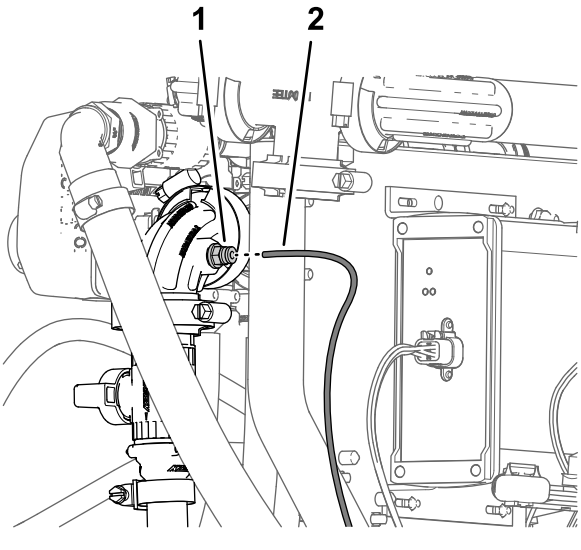

Figur 138
5. Ret enden af tryksensorrøret (plastik) til trykmåleren i instrumentpanelet ind efter låsemuffen til rørkoblingen i 90° fittingen på afbryderventilen til det håndholdte sprøjtestavs- eller det elektriske slangetromlesæt (Figur 138).
6. Sæt sensorrøret i låsemuffen, så røret sidder korrekt (Figur 138).